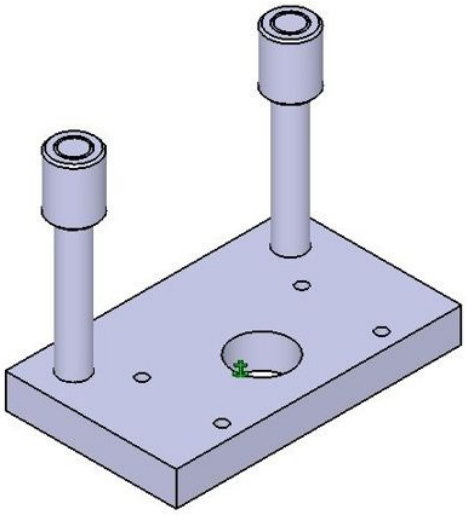

Figure 12-88 *The assembly after placing the second set of the Guide Pillar and Guide Bush*
d. Create duplicates of Guide Pillar and Guide Bush that are to be duplicated using the **Reuse Pattern** tool, refer to Figure 12-88.
Once both the components are duplicated, you can close the expanded branch of the Specification tree. Figure 12-88 shows the assembly model after placing the second set of Guide Pillar and Guide Bush.